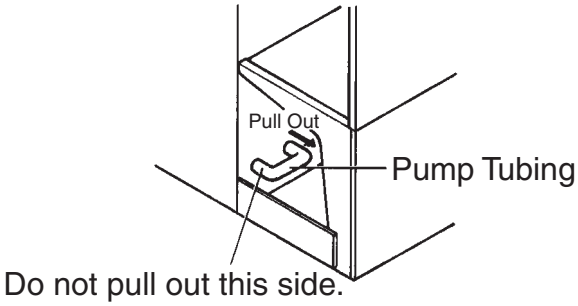

Fig. 4
5) Remove one end of the pump tubing. See Fig. 4. Drain the water tank. Replace the pump tubing in its correct position.